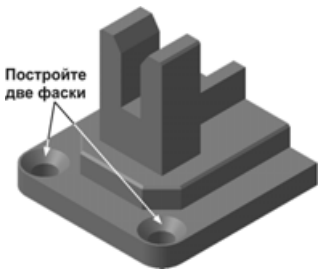

Рис. 5.93
- На верхних ребрах двух крепежных отверстий постройте фаски с размерами 2x45° (рис. 5.93).